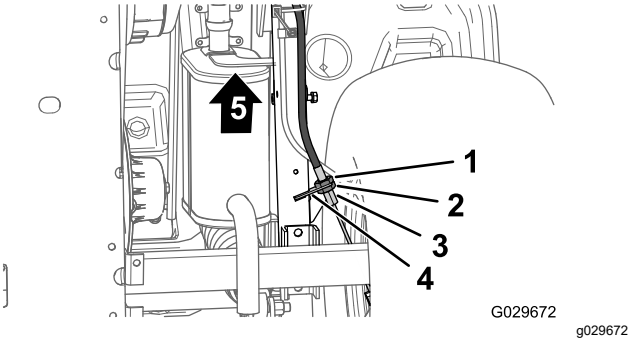

Figur 63
3. Lossa den bakre kontramuttern för den gängade justeraren till parkeringsbromskabeln som sitter längst ner på maskinen genom att vrida på den fyra varv (Figur 63).
4. Dra åt den främre kontramuttern (Figur 63).
A. Lossa den främre kontramuttern (Figur 63) för den gängade justeraren till parkeringsbromskabeln genom att vrida på den ett varv.
B. Dra åt den bakre kontramuttern (Figur 63).
A. Lossa den bakre kontramuttern (Figur 63) för den gängade justeraren till parkeringsbromskabeln genom att vrida på den ett varv.
B. Dra åt den främre kontramuttern (Figur 63).